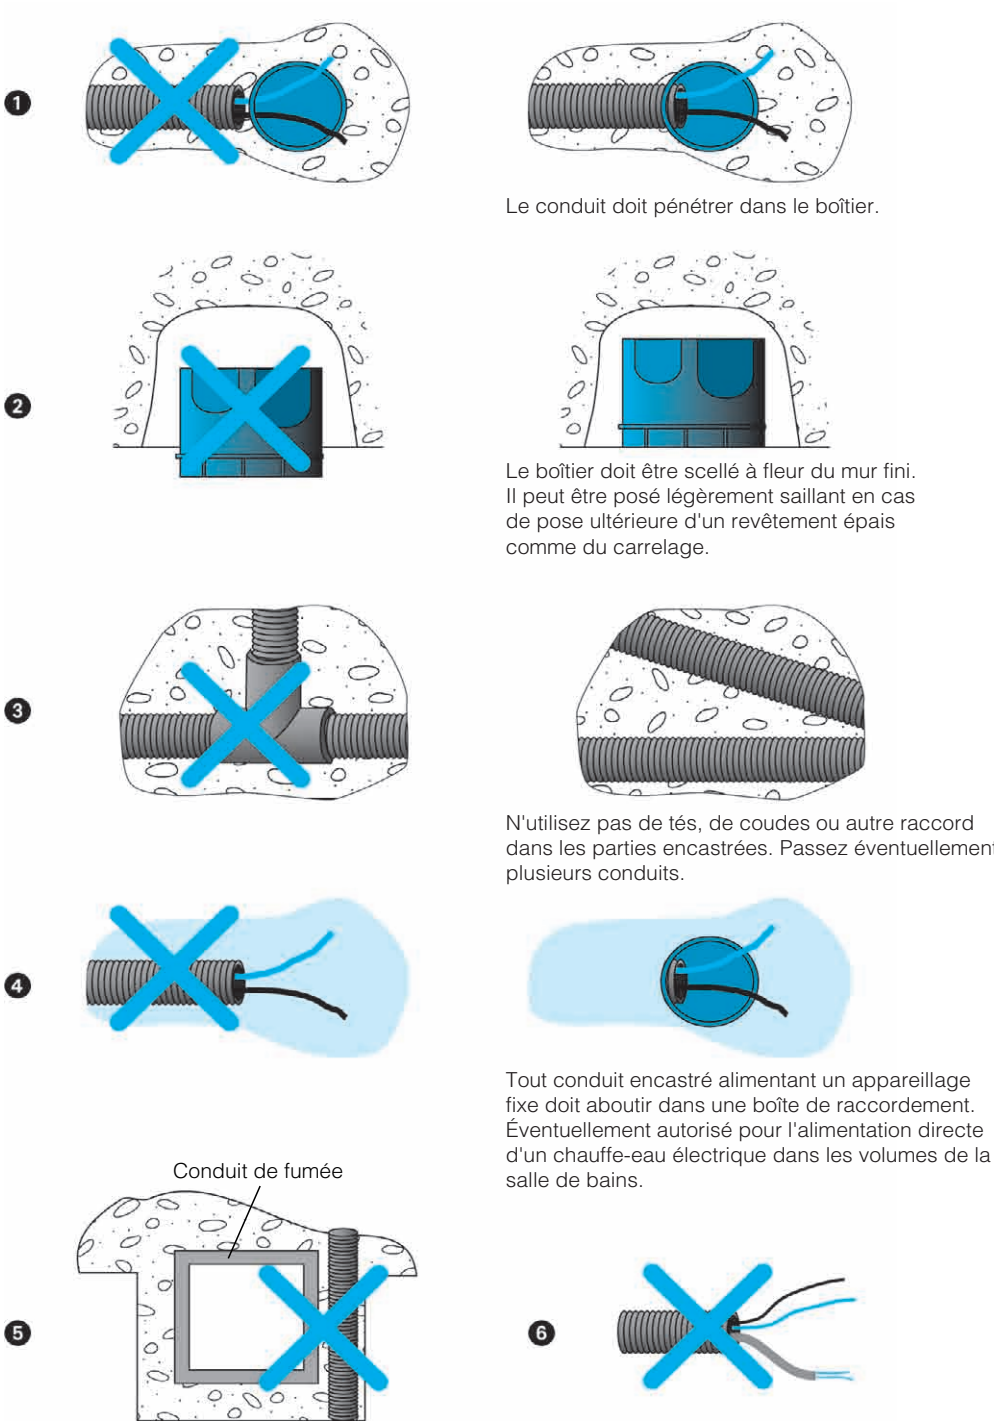

Figure 231 : Les règles d'encastrement
- les autres points à prendre en compte sont présentés à la figure 231.